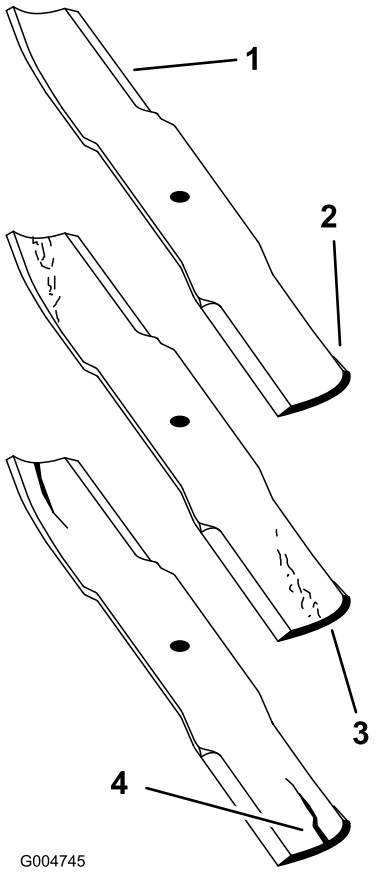

Figure 74
1. Examinez le tranchant des lames (Figure 74). Si les lames ne sont pas tranchantes ou si elles présentent des indentations, déposez-les et aiguisez-les (voir Aiguisage des lames).
2. Inspectez les lames, surtout la partie incurvée (Figure 74). Remplacez immédiatement toute lame endommagée, usée ou qui présente une entaille (Figure 74).